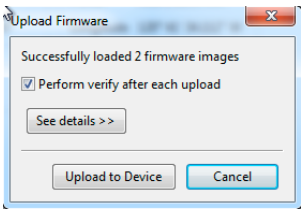

Figure 7.23: Uploading Firmware
2. Select the file and click Open and a smaller Upload Firmware window should appear (see Figure 7.23.